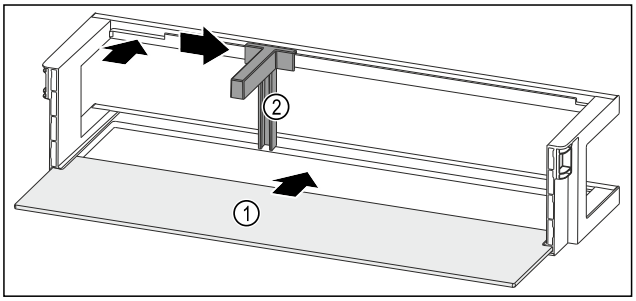

Fig. 254 Deurrek met draagplateau
- ▶ Draagplateau *Fig. 254 (1)* in de zijdelingse uitsparingen schuiven.
- ▶ Flessenhouder *Fig. 254 (2)* in de uitsparing plaatsen.
- ▶ Flessenhouder *Fig. 254 (2)* in de gewenste positie opzij schuiven.